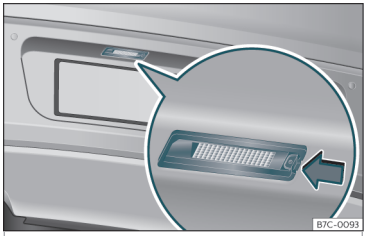

Fig. 53 Pe bara de protecție spate: lampa numărului de înmatriculare.
– Apăsați lampa numărului de înmatriculare în direcția indicată de săgeată››› **fig. 53** .